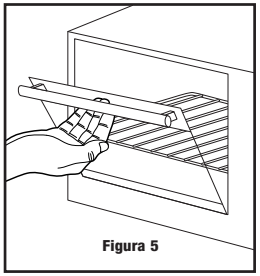

Figura 5
Paso 2. Hale con cuidado hacia abajo la puerta del horno (Ver la Figura 5).